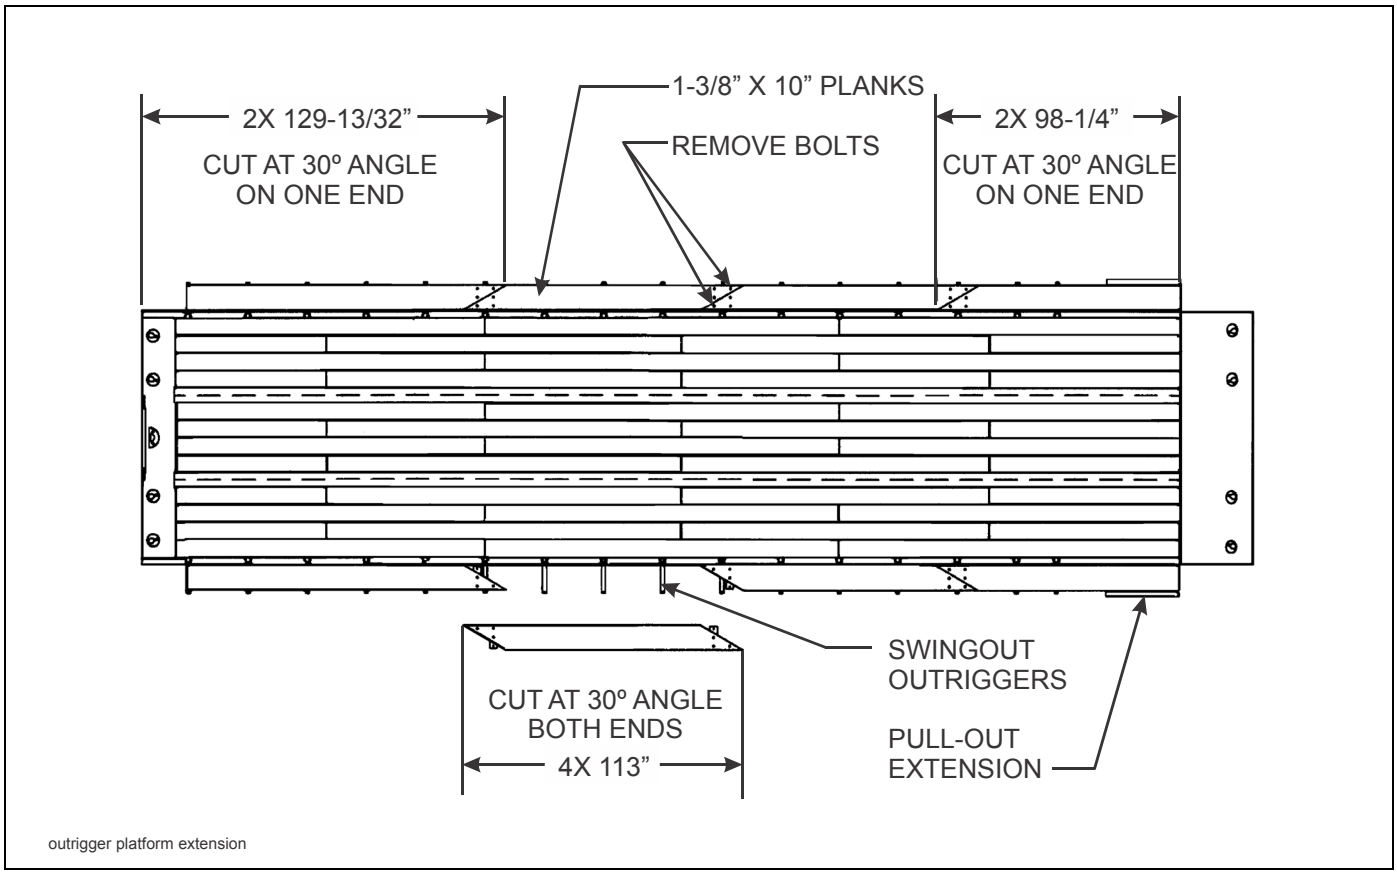

Figure 3-5: Outrigger Platform Extension
1. Unlatch and fold out swing-out outriggers **(See Figure 3-5.)**
6. Remove only two bolts for each joint **(See Figure 3-5.)** Leave braces attached to boards for storage.